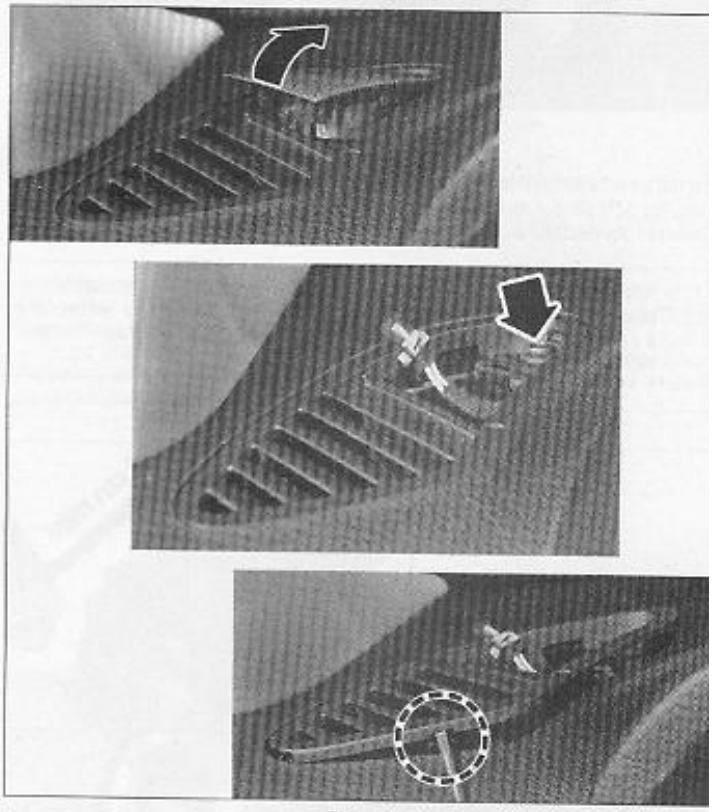

FIG. 24
• De part et d'autre de la planche de bord **(Fig.24)** :